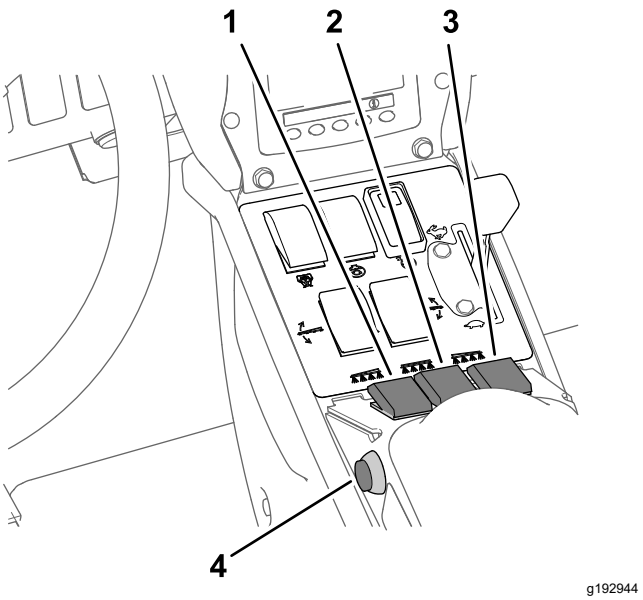

Bild 44
7. Stellen Sie die Sprühabschnittschalter in die EIN-Stellung (Bild 44).
10. Fahren Sie mit der gewünschten Geschwindigkeit und stellen Sie den Hauptabschnittschalter in die EIN-Stellung, um mit dem Sprühen zu beginnen (Bild 44).
3. Stellen Sie den Hauptabschnittschalter in die AUS-Stellung, siehe Bild 44 in Sprühen im Dosierungsmodus (Seite 40).
7. Stellen Sie die Schalter der einzelnen Abschnitte nach Wunsch in die EIN-Stellung, siehe Bild 44 in Sprühen im Dosierungsmodus (Seite 40).
9. Fahren Sie mit der gewünschten Geschwindigkeit und stellen Sie den Hauptabschnittschalter in die EIN-Stellung, um mit dem Sprühen zu beginnen, siehe Bild 44 in Sprühen im Dosierungsmodus (Seite 40).